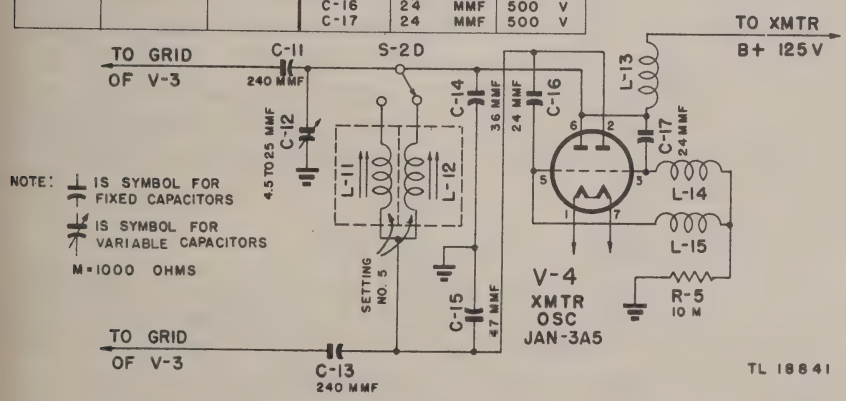

Figure 32. Receiver-Transmitter BC-1335, transmitter oscillator.
a. The transmiter oscillator (fig. 32) operates at one-half the transmitter output frequency. It consists of Tube JAN-3A5 (V-4) with tank circuit C-14, C-15, and L-11 or L-12 connected in a push-pull circuit. Capacitor C-12 is used in the alignment procedure for accurately calibrating the presetting counters on SETTING NO. 5. The output of the oscillator is coupled into doubler Tube JAN-3A5 (V-3).
b. Capacitors C-11 and C-13 (fig. 32) couple the transmitter oscillator output into the two grids of V-3 (double triode). Bias voltage due to rectified grid current for both grids appears across resistor R-4 and is connected to the grids through r-f chokes L-9 and L-10 (fig. 33). Plate voltage on V-3 is fed from the transmitter plate supply (125 volts) through r-f choke L-8. The output of the doubler tube is connected through capacitor C-10 to one side of tank coil L-6 or L-7. Capacitors C-8 and C-9 are connected in series across this coil with the center tap of the capacitors grounded. The grids of the push-pull amplifier are coupled from opposite ends of L-6 or L-7 and the rectified grid current bias voltage developed on the p-a grids appears across R-3. R-f choke L-5 isolates the d-c grid bias from r-f voltages appearing at the center tap of L-6 or L-7. The d-c voltage is used in presetting and is brought out to terminal 6 on jack J-4 through r-f filter R-34 and C-54 (fig. 61).